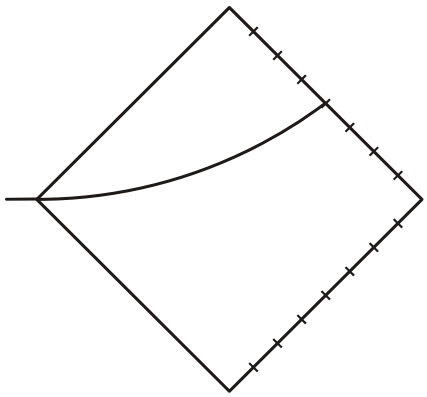

Fig. 3 : Déviation du faisceau électronique par le milieu de la graduation au bord de l'écran
- Augmentez lentement le courant 2 I_H traversant les deux bobines de Helmholtz, jusqu'à ce que le faisceau électronique au bord de l'écran passe au milieu de la graduation (cf. Fig. 3).